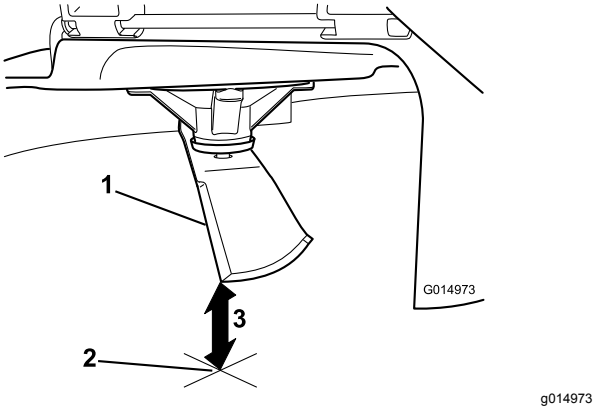

**Figur 53**
3. Mål fra spidsen af skærekniven til den plane overflade (Figur 53).